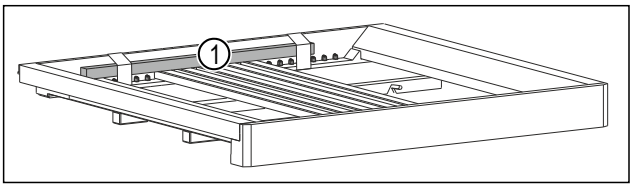

*Fig. 7 **
- ▶ Remove the wooden stick *Fig. 7 (1)*.*